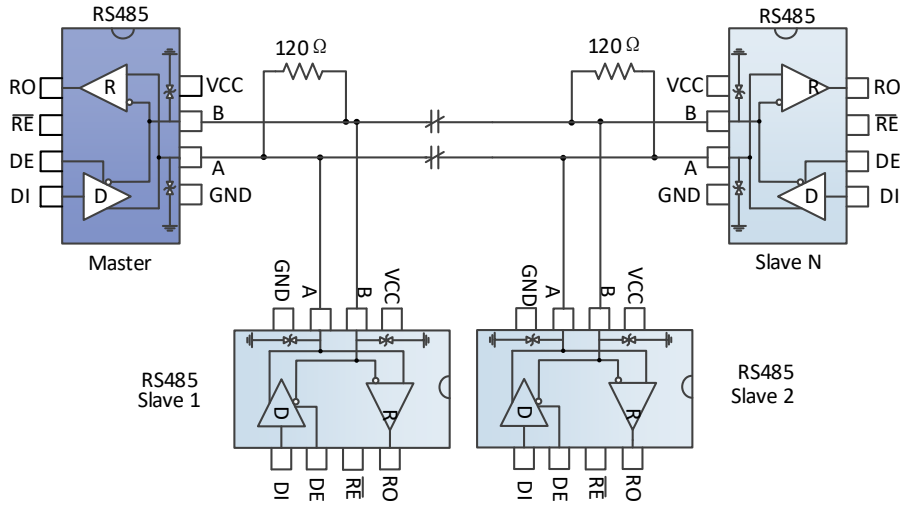

图 9 总线式 RS485 半双工通讯网络
总线式组网：SN65HVD08DR(ES) RS485 收发器设计用于多点总线传输线上的双向数据通信。图 9 显示了典型网络应用电路。这些器件也能用作电缆长于 4000 英尺的线性转发器，为减小反射，应当在传输线两端以其特性阻抗进行终端匹配，主干线以外的分支连线长度应尽可能短。